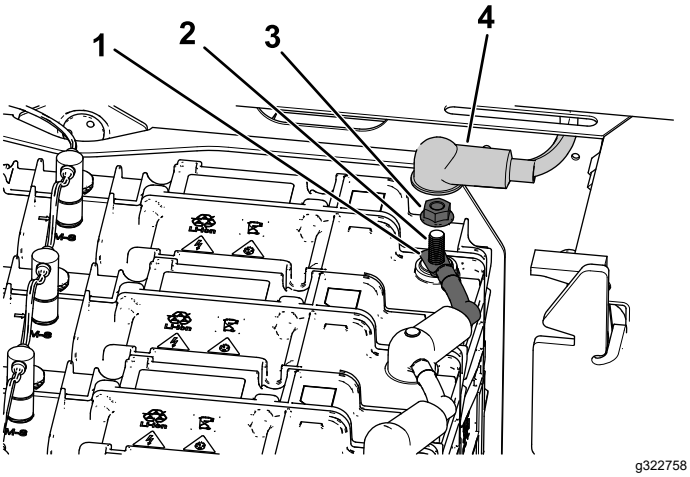

Figur 42
2. Ta bort flänsmuttern och batteriets minuskabel (–) från batteripolen (Figur 42).
1. Fäst minuskabeln (–) på batteripolen med flänsmuttern (Figur 42).
2. Montera kabelskon för batteriets minuspol (–) över batteripolen (Figur 42).